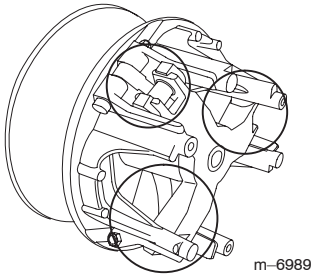

**Figur 39**
5. Smør de bevelige delene i området som er ringet inn i figur 39 ved hjelp av Toro Dry Lubricant Spray, tilgjengelig fra din autoriserte Toro-forhandler eller -distributør.